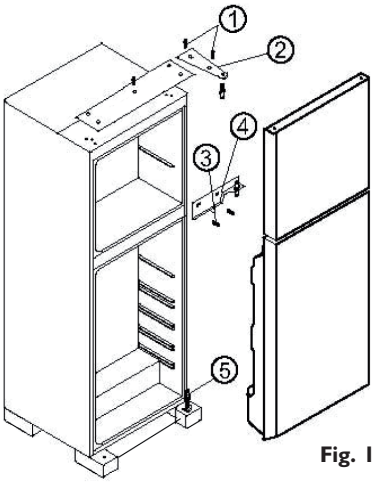

Fig. 1
- Smontare la cerniera mediante asportazione delle viti (**Fig. 1, n. 1 e 2**), rimuovere la porta dello scomparto superiore e riporla in un luogo sicuro.
- Per la porta inferiore, rimuovere il supporto centrale allentando le viti di fissaggio. (**Fig. 1, n. 3 e 4**)
- Sollevare quindi la porta inferiore dal perno della cerniera (**Fig. 1, n. 5**), rimuoverla e conservarla anch'essa in un luogo sicuro.